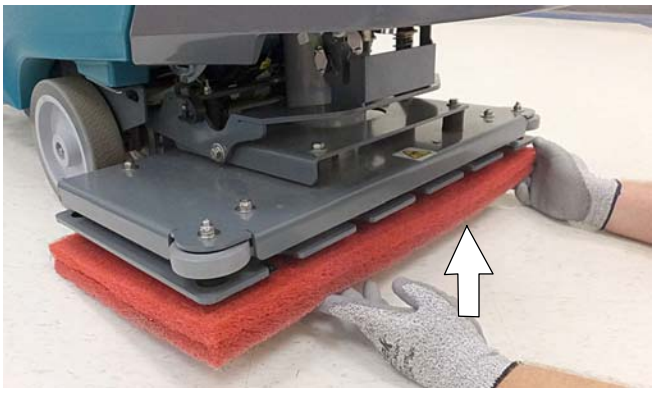

図　15
3. 2つのパッドを洗浄ヘッドの底部に取り付けます（図15）。パッドが洗浄ヘッドの中心に取り付けられていることを確認してください。